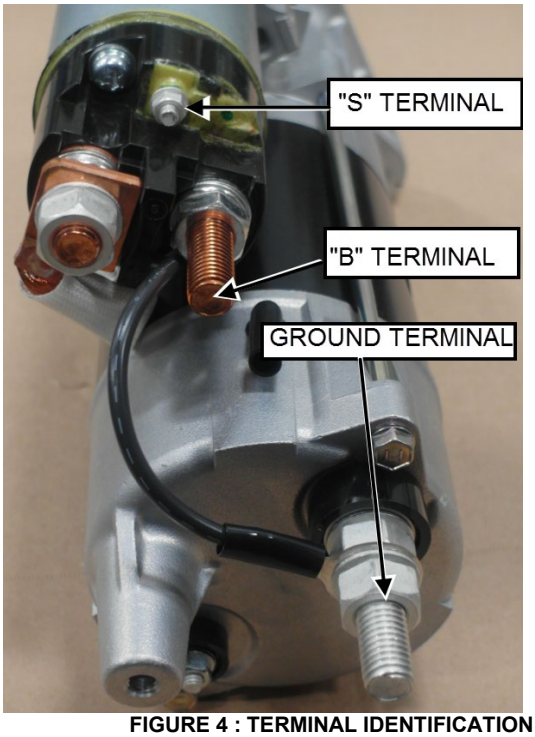
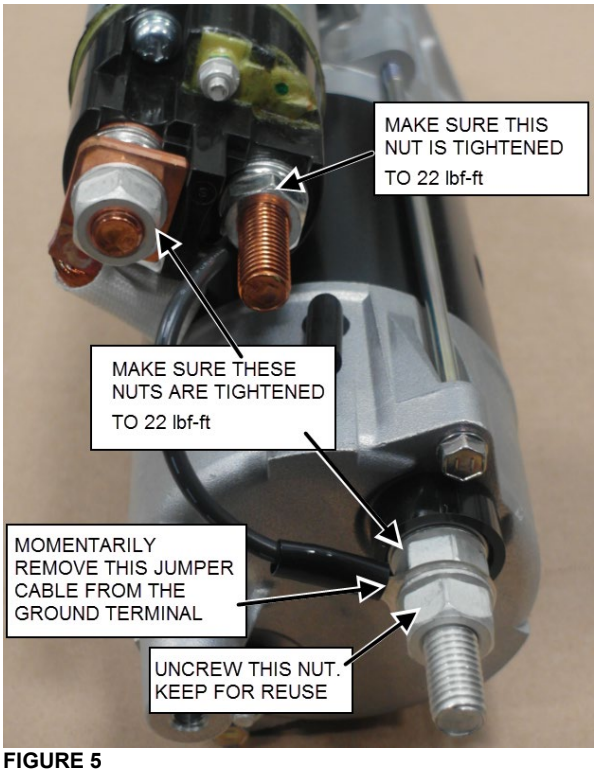

**FIGURE 4 : TERMINAL IDENTIFICATION**
**FIGURE 5**
1. If the starter is replaced with a brand new starter, prepare the new starter as follows (refer to FIGURE 5).
a) Remove the second nut on the ground terminal (FIGURE 5). Keep for later use.
b) Remove the jumper cable connected to the ground terminal (FIGURE 5).
c) Make sure that the three nuts identified on FIGURE 5 are tightened to a torque of **22 lbf-ft**.
7. Connect circuit **101** to **B** terminal (FIGURE 4 & FIGURE 5). Position circuit **101** cable to be in line with the nylon tie mount on the starter.
9. If not already done, remove the nut and washer provided with the brand new starter on **S** terminal (FIGURE 4).